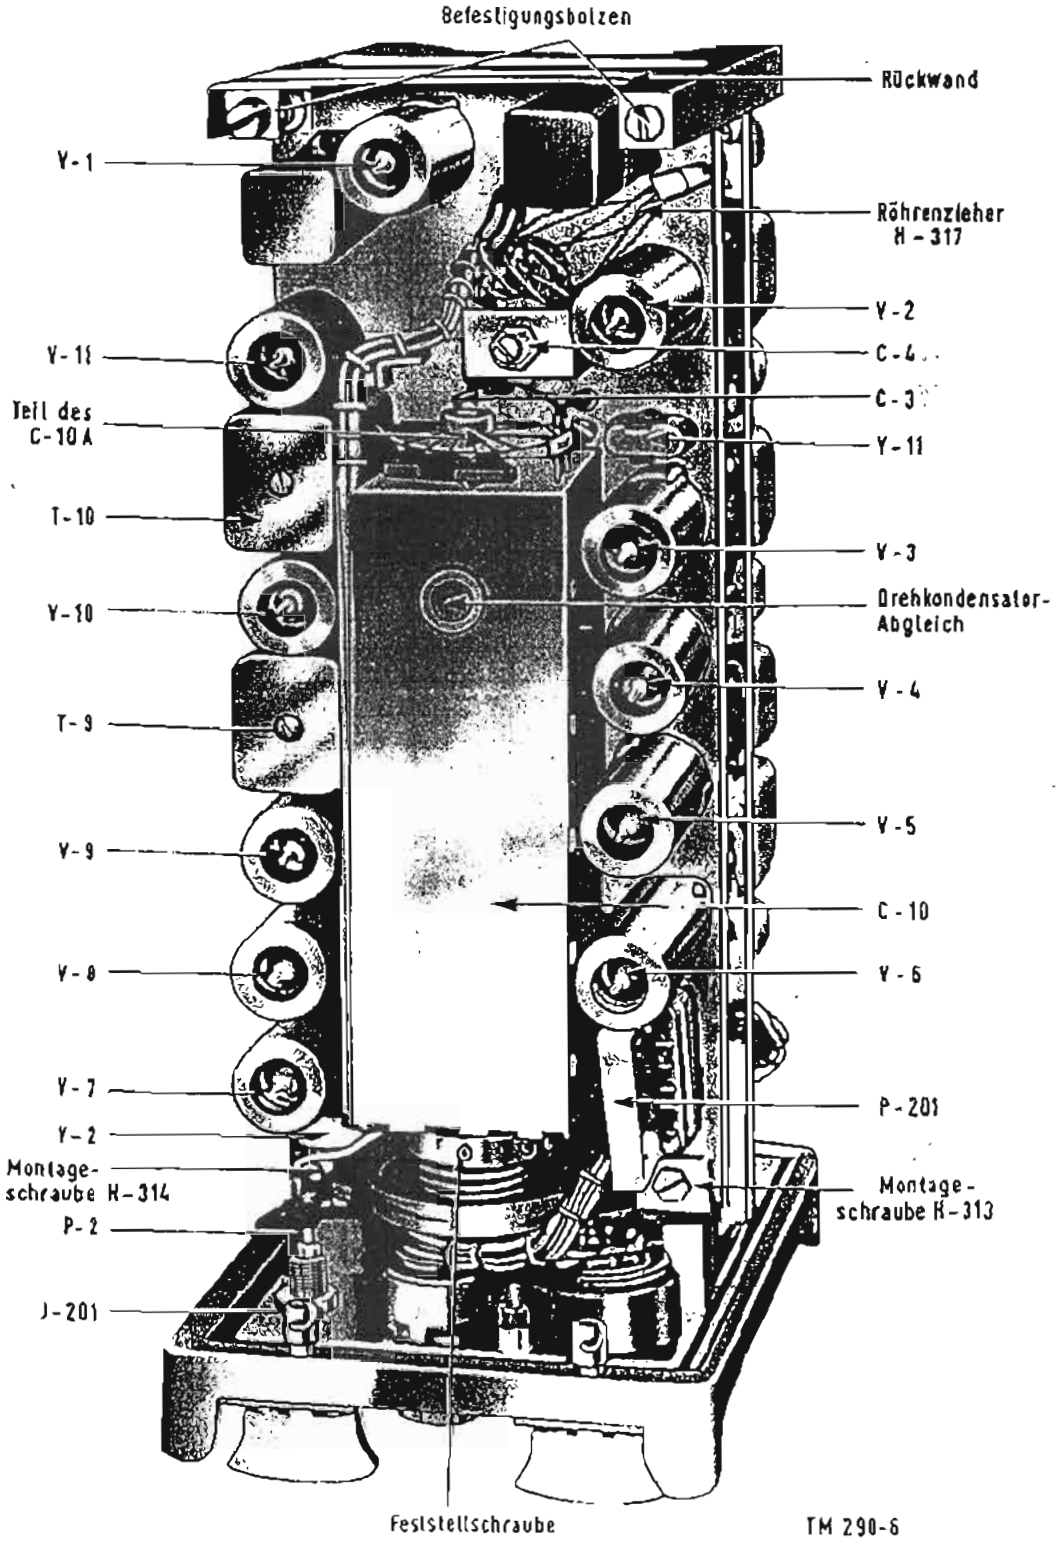

FIG. 7 - Vista del telaio IF, sul lato sinistro del complesso pannello-telaio del Rice-Trasmettitore RT-70(*)/ORC.
(3) *Telaio FI*. Sul telaio FI (figure 7, 43 e 44) sono montati i componenti dell'Amplificatore a frequenza intermedia, del Ricevitore, del Silenziatore e dei Circuiti audio. Sono inoltre montati sul telaio il Relè di comando del Ricetrasmettitore ed il Commutatore CARRO-VEIC.-CAMP. (S101).